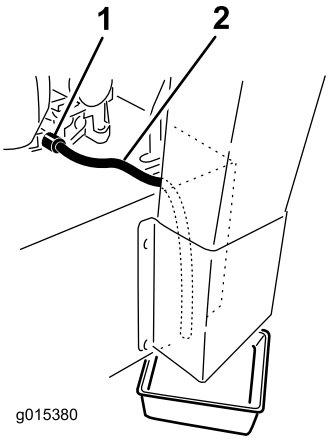

**Figur 36**
**Obs:** Vrid oljetömningsventilen så att oljan töms ut (Figur 36).